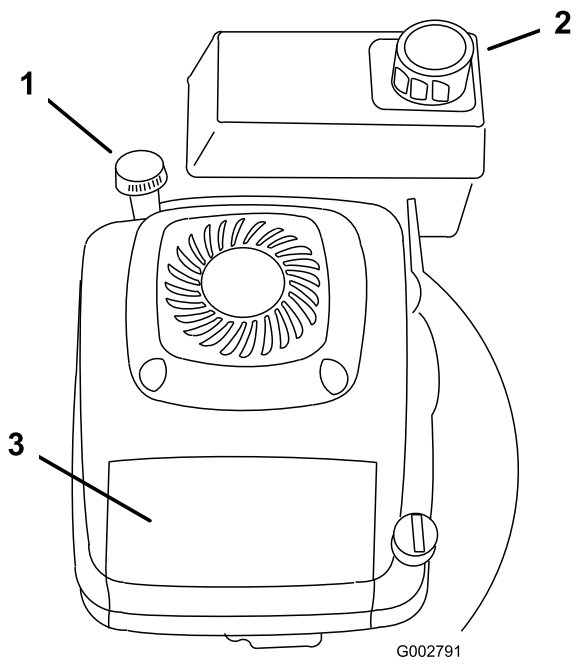

Bild 14
1. Reinigen Sie den Bereich um den Tankdeckel (Bild 14).